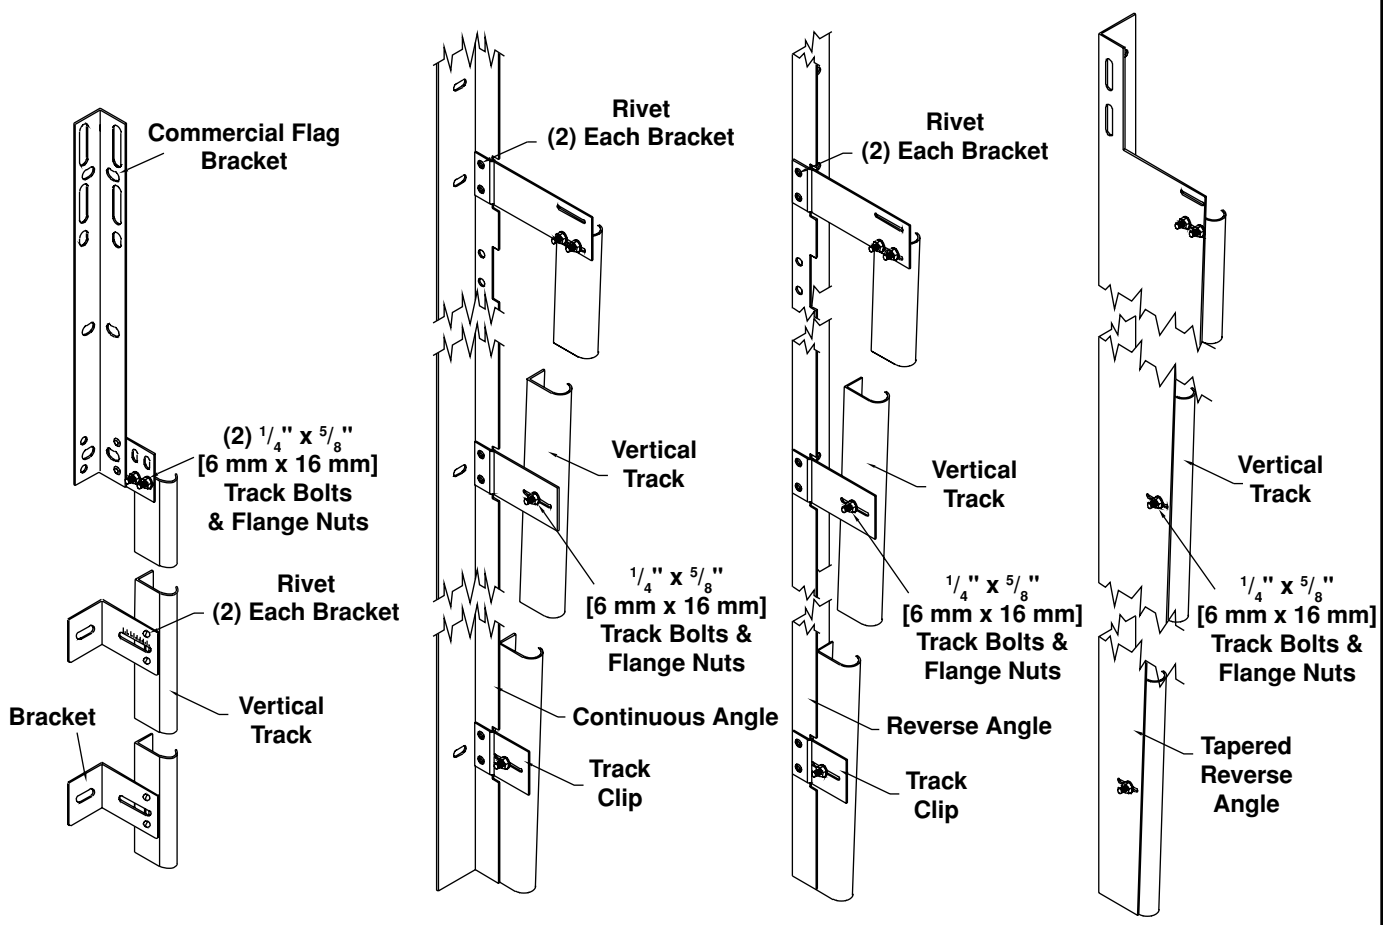

Fig. 1-T
2. **Type of lift -** Each type of lift is different from the top of the door on up. However, the vertical track from the floor to the top of the door does not change between the different lift options. (FIG. 1-T) Therefore, the vertical track instructions to the top of the door are explained in one group (Step 1). Then turn to your specific type of lift for completion of the installation.
3. **Type of mounting -** Bracket mounting is used on lighter doors with wood jambs. Brackets are loose or riveted into place. Loose brackets are attached to the track with (1) $^1/_4$" x $^5/_8$" [6 mm x 16 mm] track bolt and nut per bracket. Continuous angle and reverse angle track are shipped with mounting angle attached. Loosen nuts on track bolts so track will slide on the angle. (FIG.1-T)